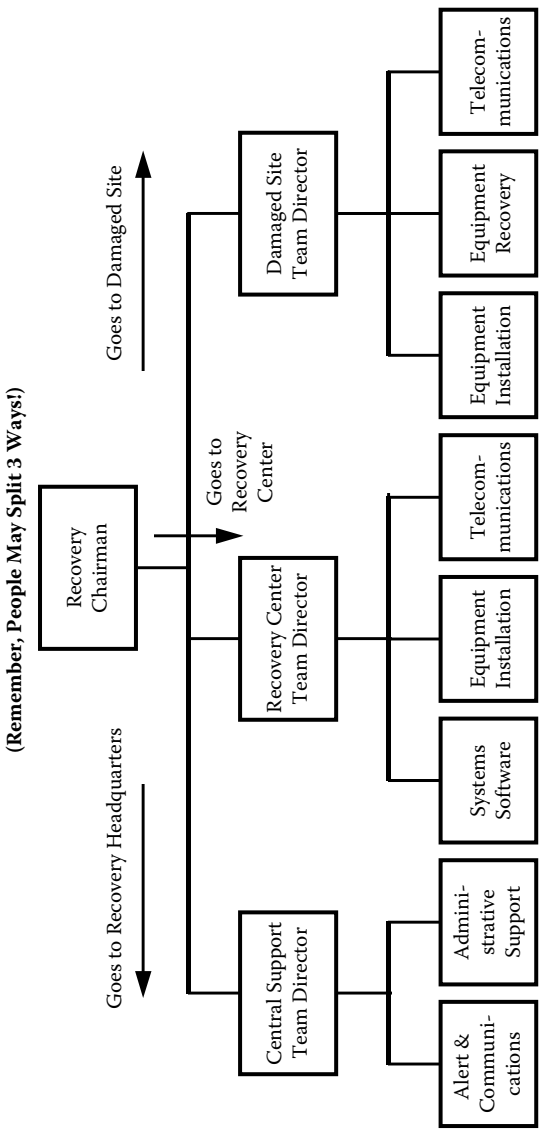

Figure 8.6 Setting up a recovery management team.
2. *How would your recovery plan work in the absence of your key personnel?* For a very effective test, "kill" a few key personnel to simulate this happening, and see how the others compensate. The best person to nab for this would be your key technologist, or the one who immediately comes to mind as the most pivotal person in the recovery process, because of a knowledge of the environment. As this person is doing such a good job, he or she would probably enjoy an afternoon game of golf while the rest of the team tests the plan. It will also give you a good idea of how others respond without this key individual and a good indication of how well they work under stress as well. (See Figure 8.6.)